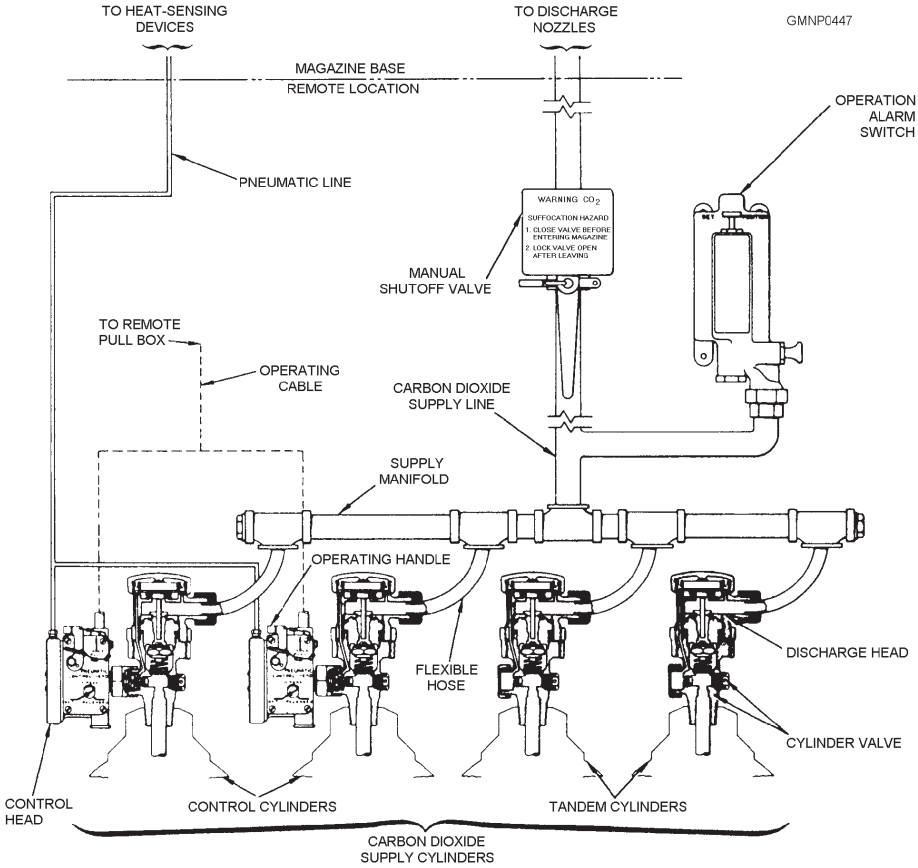

**Figure 8-21.—Components of a $CO_2$ system; outside magazine structure.**
**SUPPLY CYLINDERS**.—GMLS fixed $CO_2$ systems usually have at least two supply cylinders. Each cylinder has a 50-pound $CO_2$ capacity and weighs 165 pounds when fully charged. It contains liquid carbon dioxide under a pressure of 850 psi at 70°F. Each cylinder of the system has a discharge head and a cylinder valve. At least one of the cylinders will also have a pneumatic control head. The other cylinder(s) will be in tandem with the main control cylinder(s). See figure 8-21.
**Pneumatic Control Head**.—A pneumatic control head (shown in fig. 8-21) reacts to HSD pressure signals or to manual operating levers. The control head is tripped to open the discharge head and cylinder valve, which release the liquid $CO_2$ from the cylinder. The control head consists of an air chamber with a diaphragm. The control head also has two plungers, safety locking pins, and a manual (local) operating lever.
When the plungers from the "tripped" control head open the pilot seat, $CO_2$ flows into the chamber above the discharge head piston. The piston is shifted (down) against its spring. The ball check valves trap gas pressure in the upper chamber. This keeps the piston open (down) and ensures rapid and complete cylinder discharge. Shifting the piston opens the cylinder valve, allowing $CO_2$ to flow to the exhaust manifold and supply lines. (See fig. 8-21.)
**MISCELLANEOUS COMPONENTS**.—A manually operated shutoff valve is installed in the $CO_2$ discharge line between the supply cylinders and discharge nozzles. (See fig. 8-21.) The valve is physically located outside the magazine near its entrance. To avoid a $CO_2$ suffocation hazard, unlock the valve and close it before you enter the magazine. If the system should activate, the supply cylinders will release $CO_2$. However, the closed valve will stop the $CO_2$ so that you can keep breathing.
$CO_2$ pressure entering the supply line activates an operation alarm switch (fig. 8-21). Audible alarms and lights are turned on, signaling that the $CO_2$ system has activated. These warning devices are usually located right outside the magazine area and at the ship's damage control (DC) central room. The switch must be manually reset if activated. The alarm circuits may be maintenance-tested.